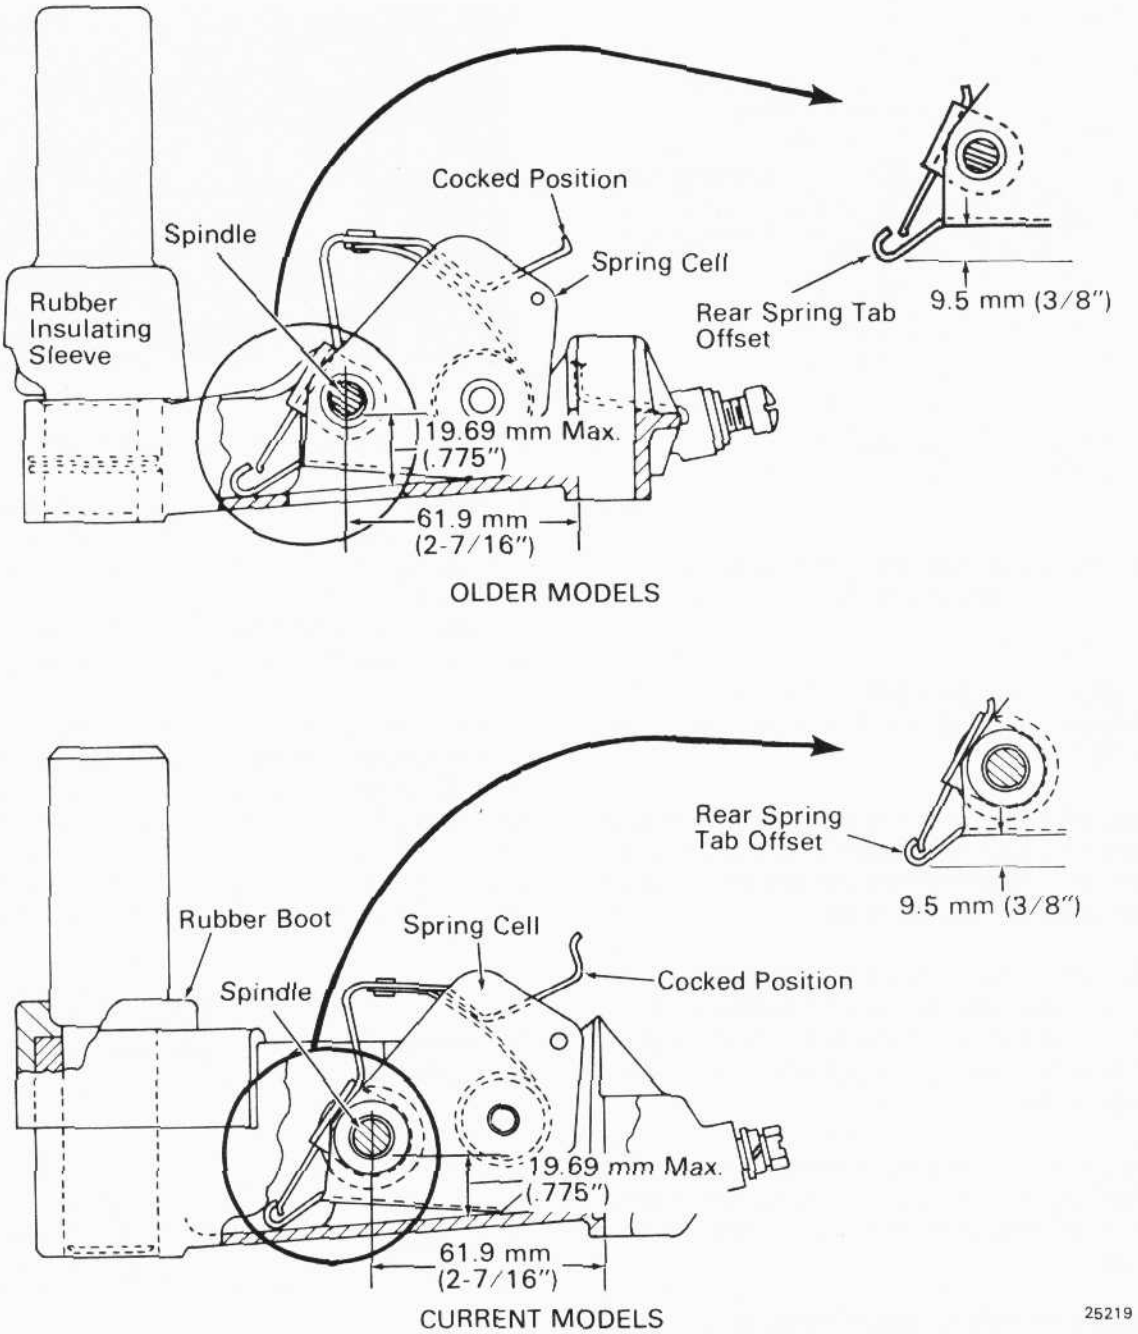
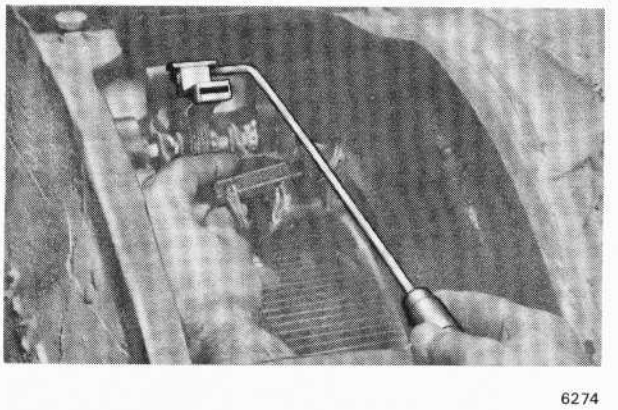

Fig.8 – Constant Pressure Brush Holder
Fig.10 - Brush Inspection
2. Insert the spindle in the spindle hole and push spindle up against top of the hole. Check the distance from the bottom of the spindle to the inside surface of the bottom web of the brush holder casting. If this dimension is 0.51 mm (.020") greater than dimension shown in Fig. 8, perform the following:
3. The rear tab of each new spring cell which is furnished with the conversion kit, is correctly adjusted for a 9.5 mm + 0.8, - 0 (3/8" + 1/32"-0) offset as shown in Fig. 8. If spring cell is being reapplied, make certain that this dimension is correct before applying the cell to the brush holder.
4. Place spring cell fingers in "cocked" position as shown in Fig. 8 when assembling cell to holder.
Three split type brushes are used in each of the four brush holder assemblies. The brushes should move freely in the brush holder and not be stuck with dirt. This can be checked by lifting the brush pressure spring and raising and lowering the brushes by hand. The new constant pressure brush holder springs must be raised by hand and placed in a "cocked" position, Fig. 8, but the older coil spring brush holder springs may be lifted with the use of a lifter as shown in Fig. 10.